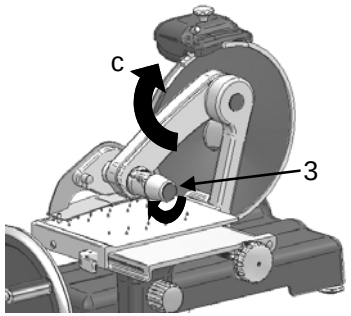

Abb. 29
- Den Griff (*Detail 3 Abb. 29*) im Uhrzeigersinn drehen, der Presserarm muss sich leicht nach oben und nach unten bewegen können (*Detail c Abb.29*) ;